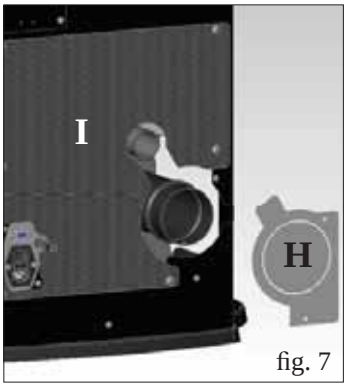
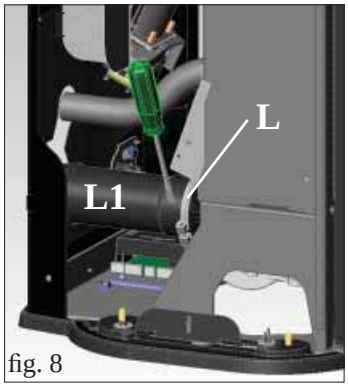

fig. 7
fig. 8
- Remove the supported glass top (H - fig. 7).
- Remove the side steel, fixed to the structure of the stove with 2 screws (X - Fig. 7) to remove, pulling it upwards (I - Fig. 8)
- Remove the diaphragm (H - fig. 7) and, if necessary the perforated lower rear panel as well (I - fig. 7).
- Slacken the clamp (L - fig. 8) and remove the outlet flue pipe (L1 - fig. 8).